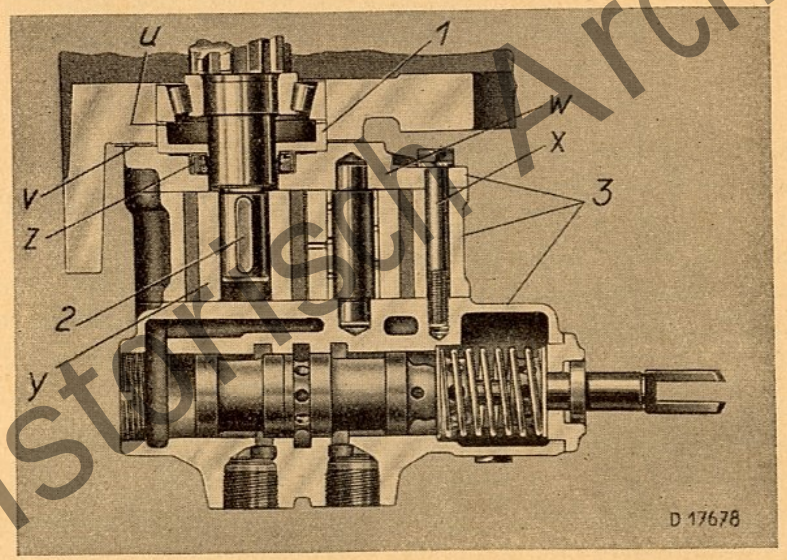

Bild 3
1. Stützring 1 (Bild 3) in die Bohrung für Getriebewellenlager einsetzen.
3. Von Zahnradpumpe 3 (Bild 23) Deckel w (Bild 3) durch Lösen von zwei Schrauben x abnehmen, Zahnrad y herausnehmen und auf Zapfen der I. Getriebewelle stecken.
Bild 3 a
5. Nach Einpassen der Paßfeder Zahnrad wieder in die Pumpe einsetzen und zwar so, daß die Keilnut nach unten steht. (Seitenspiel der Zahnräder im Gehäuse muß 0,06—0,1 mm betragen.) Deckel w wieder anschrauben. Welle so drehen, daß Paßfeder unten ist und komplette Zahnradpumpe 3 (Bild 3) unter Zwischenlegen der vorhandenen Papierdichtung v auf den Wellenzapfen bringen, jedoch **mit größter Vorsicht, damit** der Ölabdichtungsring z nicht durch die Paßfeder beschädigt wird. (Bei etwaigem Auswechseln neuen Ring in Schmieröl tauchen und dann **nur soweit einpressen,** daß er 2,5 mm von der inneren Auflagefläche des Deckels zurücksteht, **nicht mehr,** siehe Bild 3a).
6. Die I. Getriebewelle darf in den Lagern nicht mehr als 0,25 bis 0,35 mm Seitenspiel haben (s. Betriebsanltg. 15166). Wenn nötig durch Einlegen bzw. Herausnehmen von Beilagen 0,1 mm stark (Bestell Nr. 40 597 f) zwischen Stützring 1 (Bild 3) und Kegelrollenlager-Außenring (s. „u" Bild 3) einstellen.